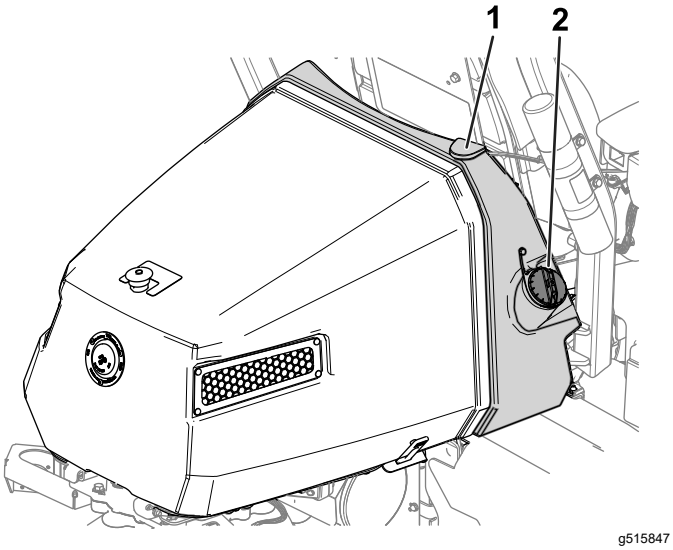

Figura 26
2. Limpie alrededor del tapón del depósito de combustible y retírelo (Figura 26).